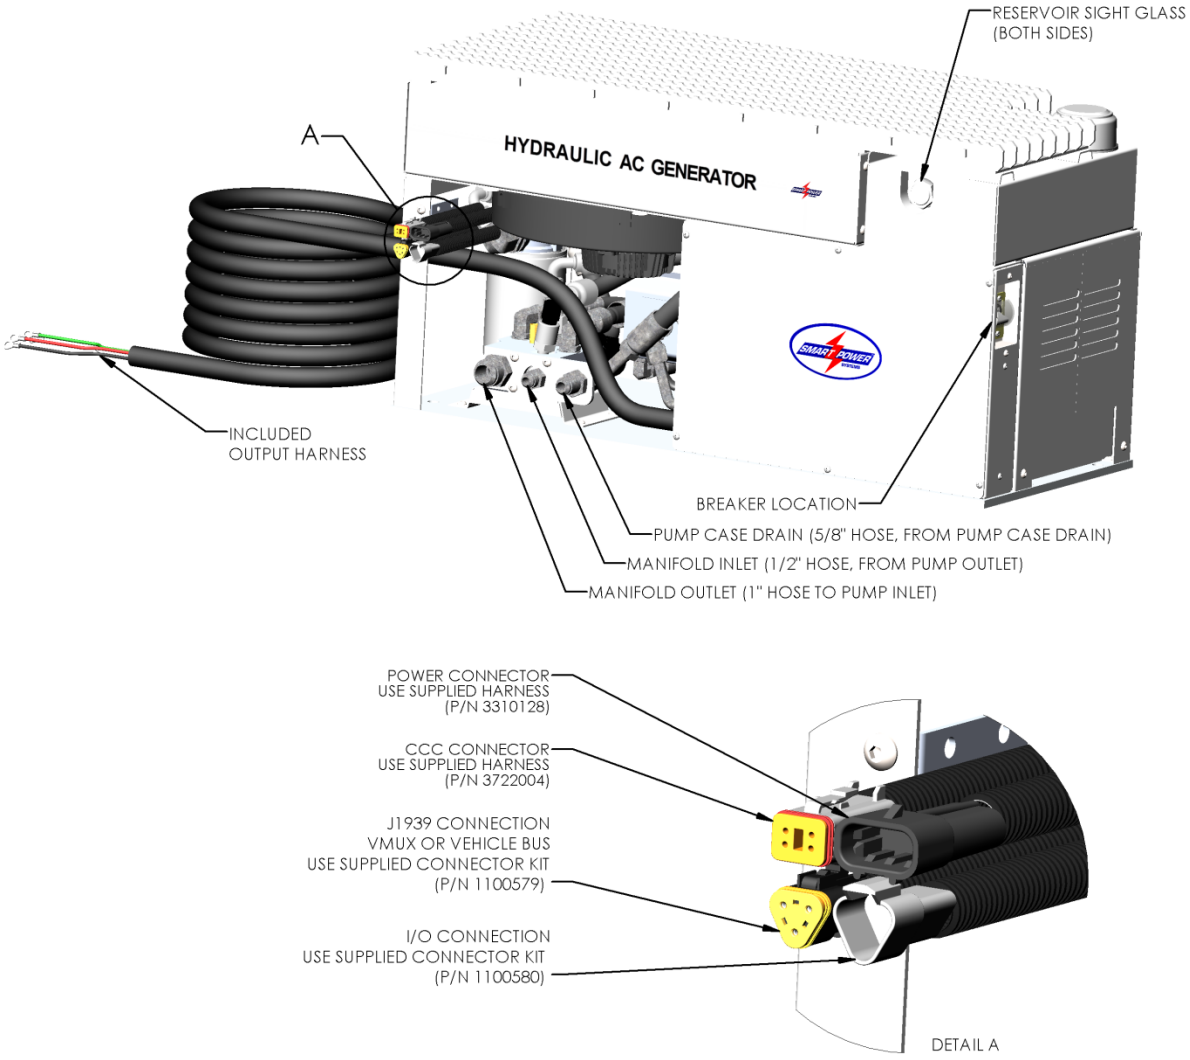

Figure 11 - HR-6.2, HR-8, HR-10 and HR-110 Interfaces
7. Install hoses and tighten hose ends, using the **Hose Installation Guidelines.** See Figure 11 for connection locations.
9. Connect 12 VDC (vehicle battery positive) to the generator's system controller input (reference Figure 11). Connect the RED wire from the system controller, marked "Vehicle +12V supply" to the vehicle's ignition circuit through a 30 amp fuse. Connect the BLACK wire to the vehicle's ground (vehicle battery negative).
a. Turn off the generator's main power breaker. Refer to Figure 11 for the breaker location on the electrical enclosure, above.